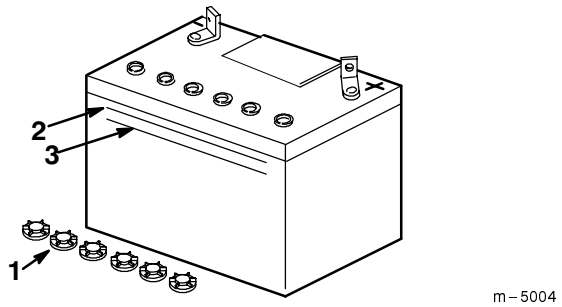

Figure 38
2. Look at the side of the battery. The electrolyte must be up to the “UPPER” line (Fig. 38). Do not allow the electrolyte to get below the “LOWER” line (Fig. 38).
3. Remove the vent caps from the battery (Fig. 38).
4. Slowly pour distilled water into each battery cell until the level is up to the “UPPER” line (Fig. 38) on the battery case.
5. Wait five to ten minutes after filling the battery cells. Add distilled water, if necessary, until the electrolyte level is up to the “UPPER” line (Fig. 38) on the battery case.